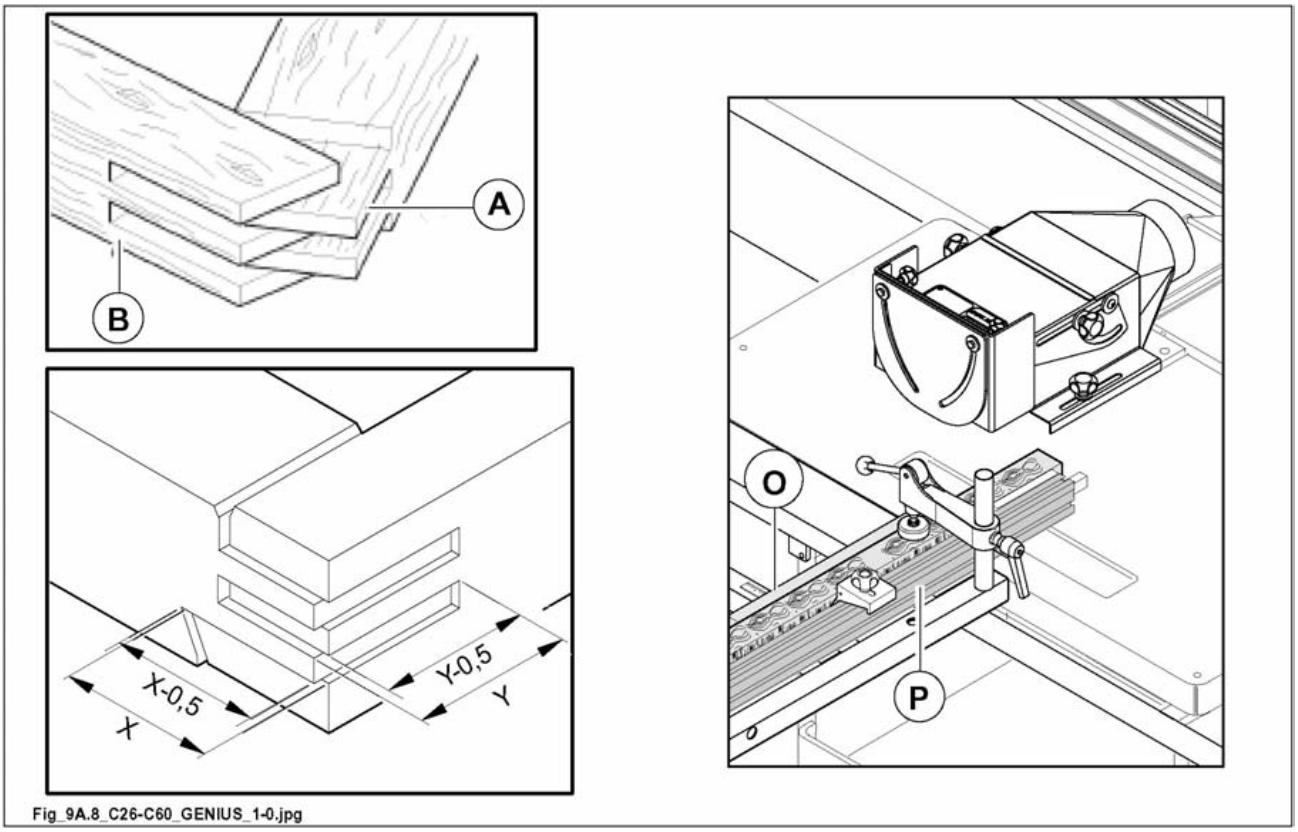

Fig. 9.8
Tenoning is a head milling operation (against the grain) which is carried out to obtain joints between male tenons (A fig. 9.8) and female tenons (B fig. 9.8).
Carry out this operation with sliding table after fitting additional table OPT (O fig. 9.8) and positioning fence (P fig. 9.8) with the chip shield as shown in section 4.3.24.2.
- *adjust the tenon depth 0,5 mm less than the jamb width (X fig. 9.8);*
- *adjust the slot depth 0,5 mm less than the crosspiece width (Y fig. 9.8).*